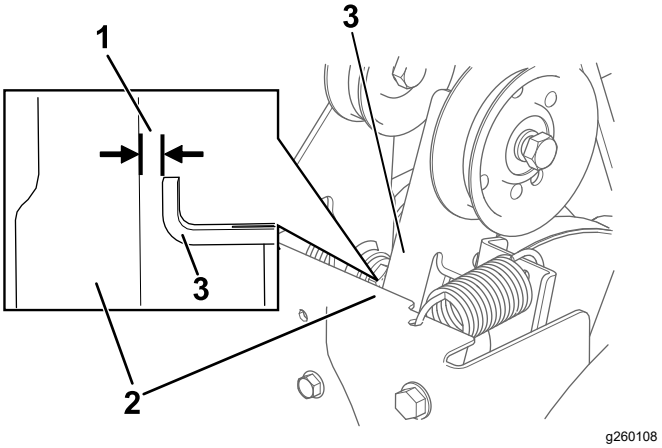

Figure 31
3. Lorsque le levier de commande de la vis sans fin/turbine est désengagé, vérifiez qu'un écart de 1,5 mm (1/16 po) existe entre le bras d'embrayage de la vis sans fin et le cadre de la machine, comme montré à la Figure 31.